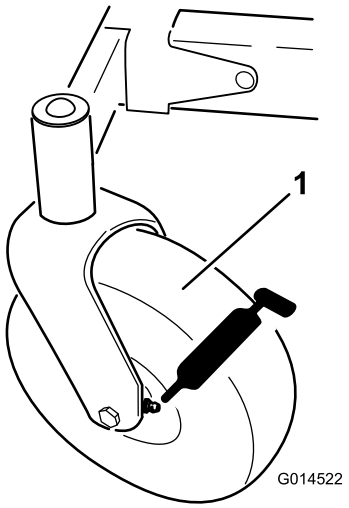
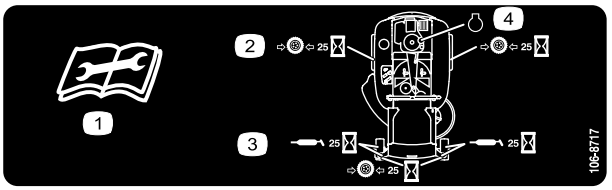

Figur 34
Figur 35
3. Rengør smøreniplerne med en klud (Figur 34 og Figur 35). Sørg for at skrabe eventuel maling af niplens/niplernes forside.
4. Monter en fedtpistol på hver nippel (Figur 34 og Figur 35). Pump fedt ind i delene, indtil der begynder at løbe fedt ud af lejerne.